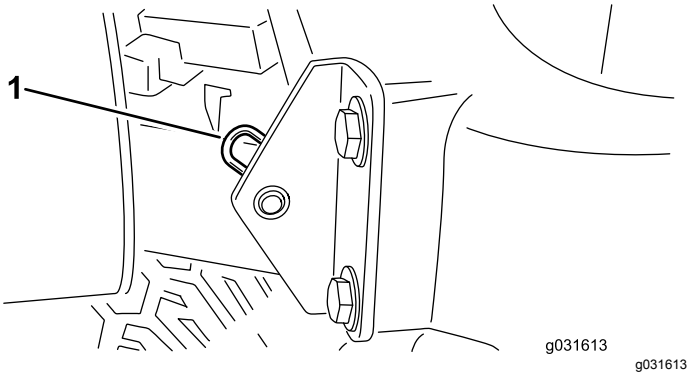

Figur 32
2. Ta bort hårnålssprinten som fäster motorhuvstappen till fästskivorna (Figur 32).